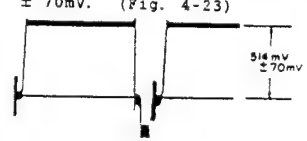

Fig. 4-23
(1) Auto Iris Control Adjustment (Figs. 4-23 - 4-27)
Check: Connect an oscilloscope to the video output (AV OUT) and check that the waveform level is 514mV ± 70mV. (Fig. 4-23)